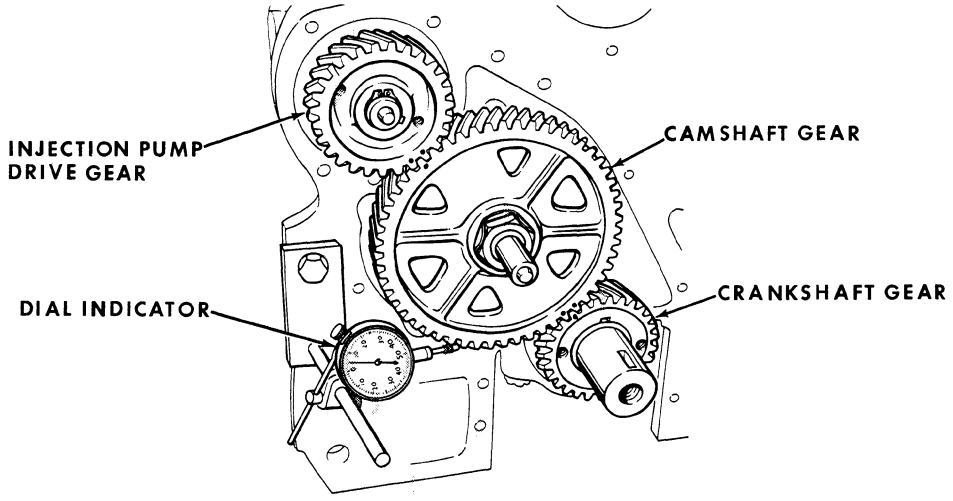

Figure M-50
5. When the camshaft is installed, the timing marks must be aligned as shown in Figure M-50.
(Refer to Figure M-50)